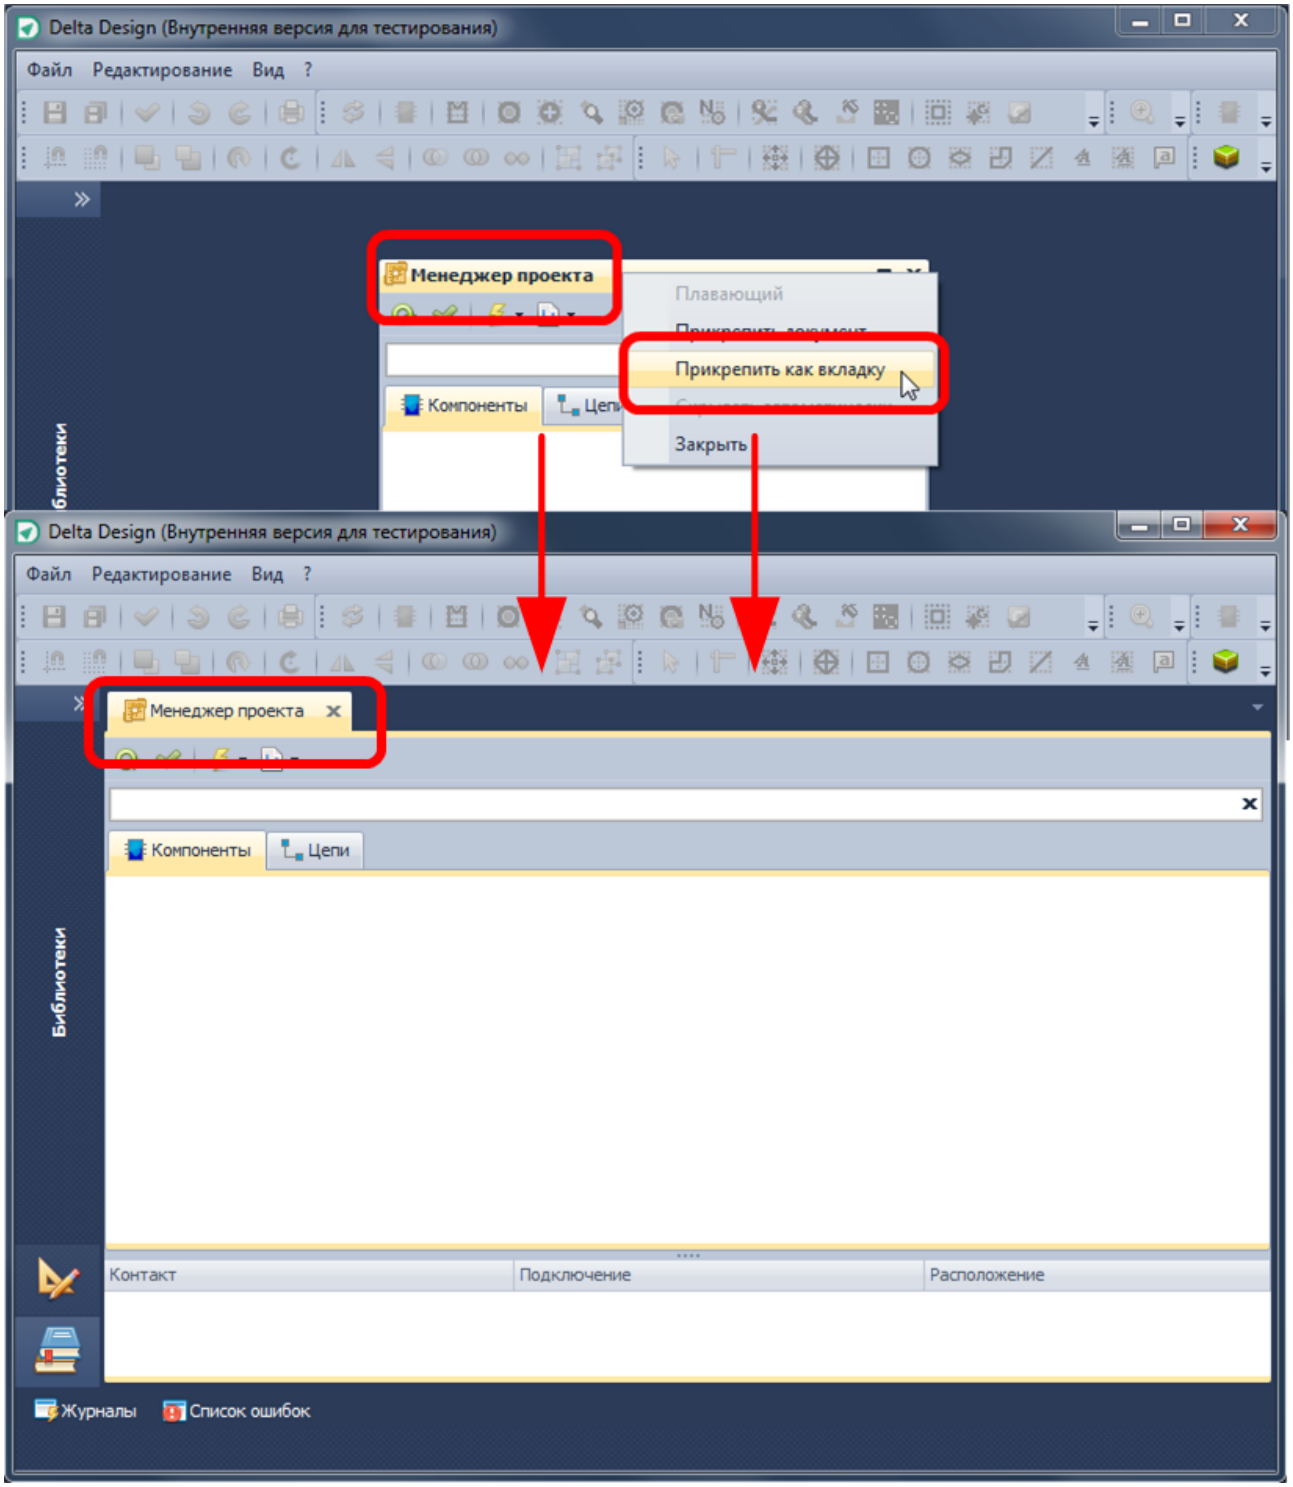

Рис. 11. Отображение элемента интерфейса на все свободное пространство рабочей области
- *Прикрепить как вкладку* – данный пункт переводит элемент в центральную часть главного окна. Элемент будет отображаться с использованием всего свободно пространства рабочей области, см. Рис. 11.